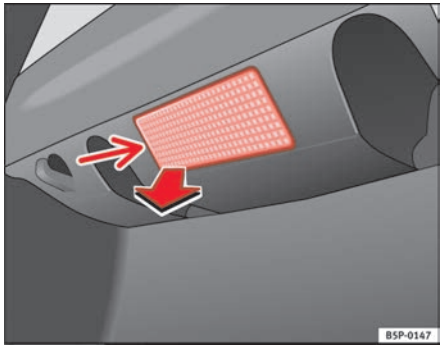

Fig. 161 Luggage compartment light
– Extract the tulip shaped fitting by pressing on the inside edge of this -arrow- using the flat side of a screwdriver ⇒ fig. 161.